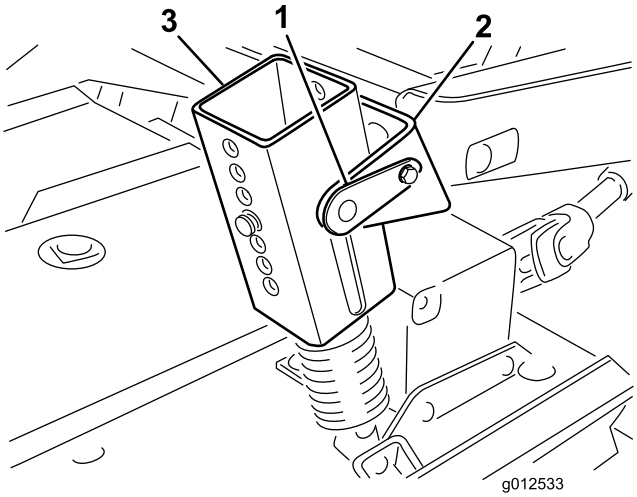

**Figura 1**
2. Solamente en las unidades de tracción Serie 200, desconecte el contrapeso de la unidad de tracción, retire los pasadores de bloqueo de los soportes, separe los conjuntos de tensión del muelle de los soportes y colóquelos en la carcasa (Figura 1).
3. Baje la unidad de corte y retire los 4 pasadores de los soportes de altura de corte (Figura 1).